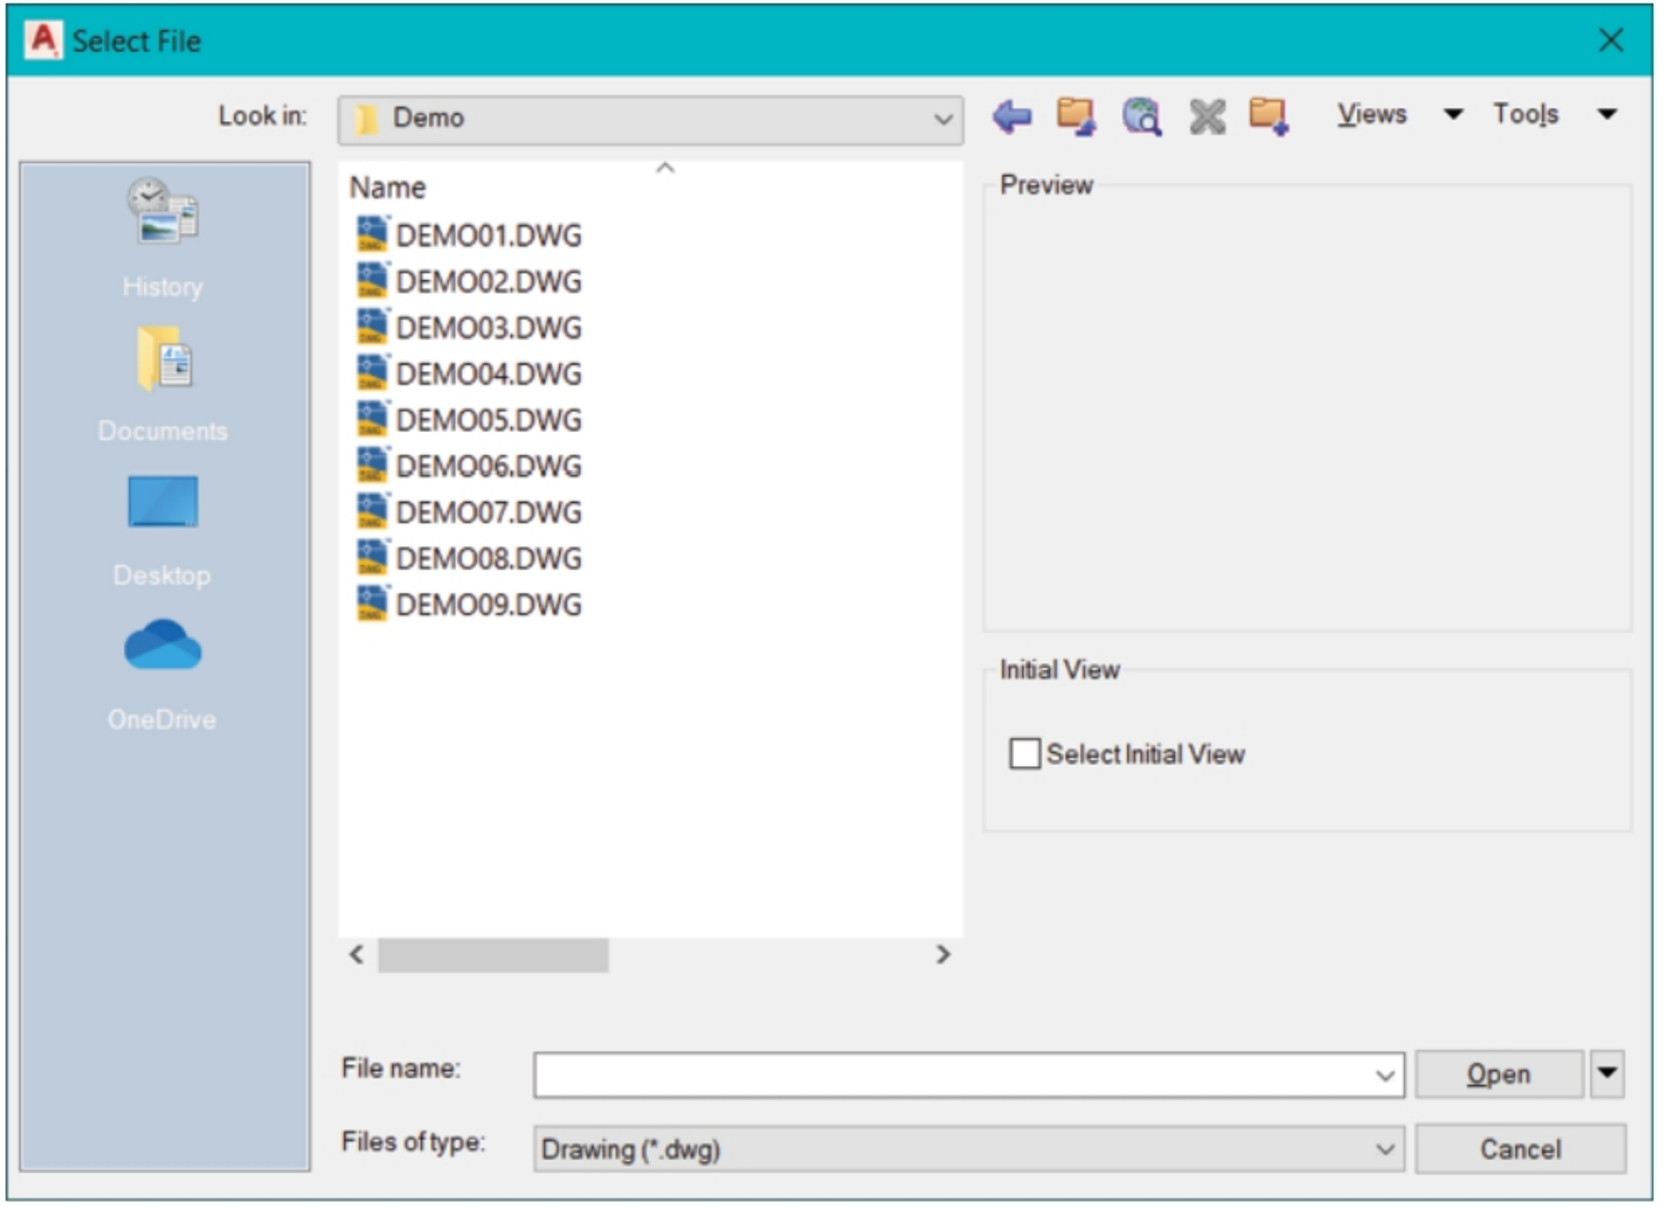

Figure-36. Select File dialog box
- Click on the **Drawing** option from the **Open** cascading menu in the **Application Menu**. The **Select File** dialog box will be displayed as shown in Figure-36.